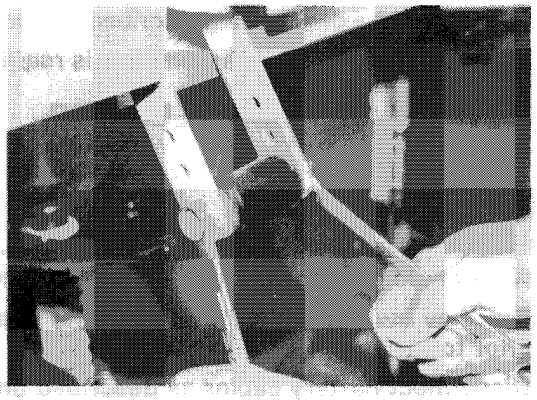

Figure 6-16
5. Remove lower spring shackle nuts and bolts **(Figure 6-16)**.